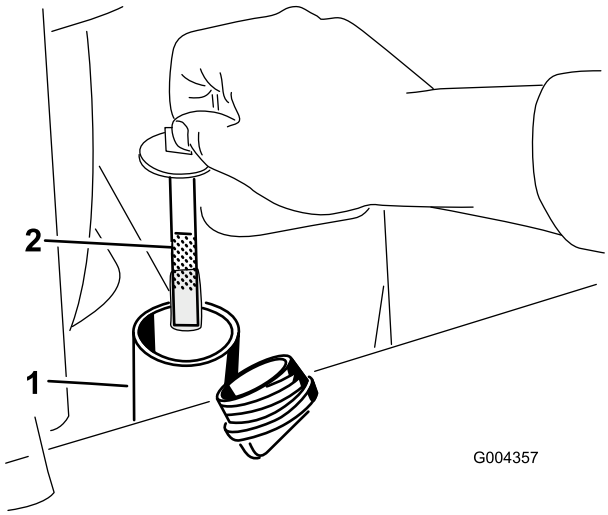

Figuur 57
5. Verwijder de dop van de hydraulische tank en de peilstok (Figuur 57).